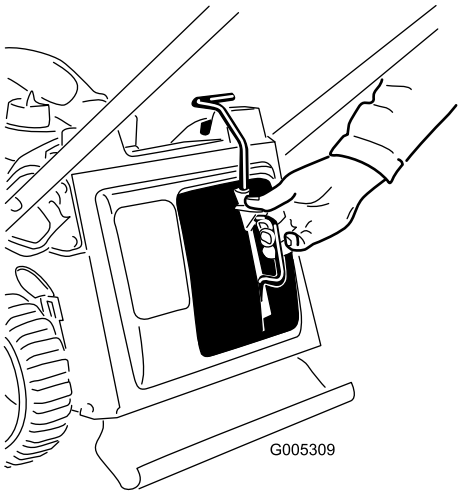

Figur 32
3. Sett inn kvernepluggen (Figur 32).